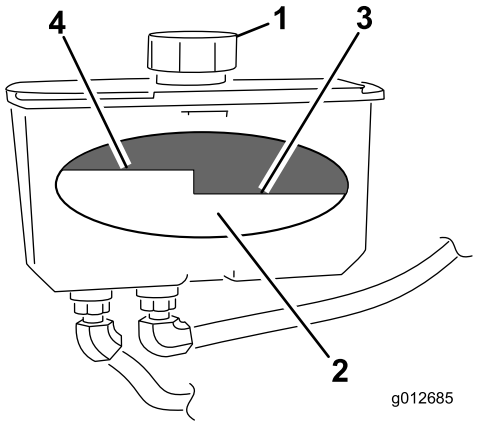

Figur 74
4. Rengør området omkring hydrauliktankens dæksel og påfyldningsstuds (Figur 74).
5. Fjern dækslet fra påfyldningsstudsen. Kig i tanken for at kontrollere væskestanden i beholderen. (Figur 74).
Bemærk: Væskestanden skal nå op til toppen af varm-niveauet på pladen, når væsken er meget varm (Figur 74).